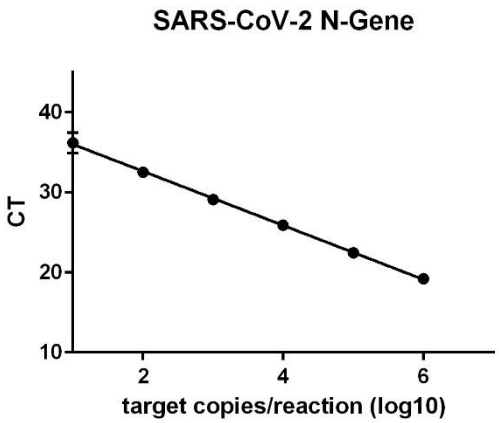

**Figure 2** Ten-fold dilution series of N-gene RNA plotted against CT
**Result:** For the N gene, the assay shows linearity over the range of 10 to 1,000,000 target copies/reaction with a slope of -3.382 ± 0.04229 and an $R^2$ of 0.9910 as shown in Figure 2.